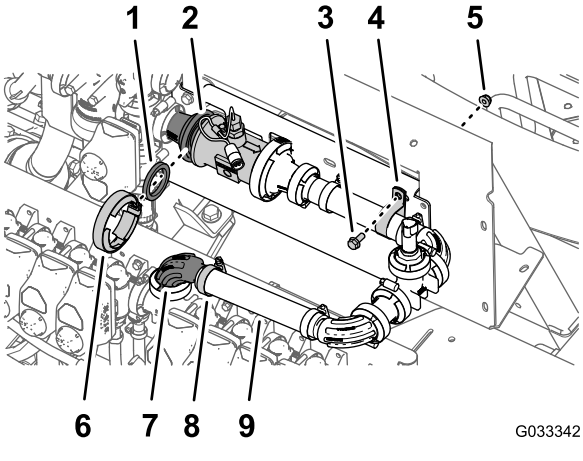

Figur 126
1. Rikta in packningen (2 1/4 tum) mellan flödesmätaren och den reduceradapter som sitter till höger på huvudreglerventilen (Figur 126).
2. Sätt ihop flödesmätaren, packningen och reduceradaptern löst (Figur 126) med en flänsklämma (76 mm).
3. Fäst slangens (1 x 8 1/2 tum) fria ände löst över 90-gradersflänskopplingen (1 tum) med en slangklämma (Figur 126).
4. Fäst tryckomvandlaren och grenröret på grenrörsfästet med en R-klämma, flänsskruv (5/16 x 3/4 tum) och flänslåsmutter (5/16 tum) enligt Figur 126.